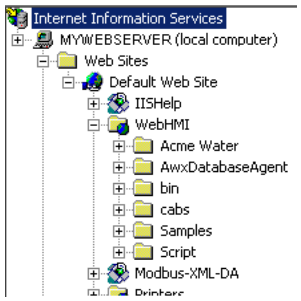

Figure L2.2: WebHMI Virtual Directory
2. In the tree-control on the left-hand side, browse into the local computer into **Web Sites → Default Web Sites,** Note the existence of a **WebHMI** folder listed there, as shown in **Figure L2.2.**
is defined in the properties of this virtual directory for redirection by the Web Server. All the folders that exist inside the real WebHMI folder are shown in IIS as well, as indicated in **Figure L2.2.**